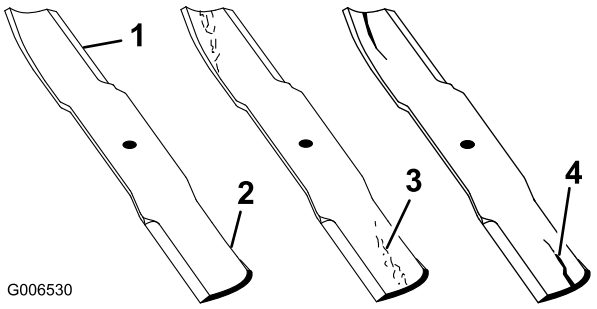

Figuur 25
4. Controleer nauwkeurig de uiteinden van het maaimes, in het bijzonder op de plaats waar het platte en het gebogen deel samenkomen (Figuur 25).
Opmerking: Omdat het metaal dat het platte en het gebogen deel van het mes verbindt, kan wegslijten door zand en ander schurend materiaal, moet u dit steeds controleren voordat u gaat maaien. Als u slijtage opmerkt (Figuur 25), moet u het mes vervangen, zie Het maaimes verwijderen.
Als het mes gaat slijten, kan er een groef ontstaan tussen de wiek en het platte deel van het mes (Figuur 25). Uiteindelijk kan dan een stuk van het mes afbreken en van onder de maaikast worden weggeslingerd waardoor de bestuurder of een omstander ernstig letsel kan oplopen.